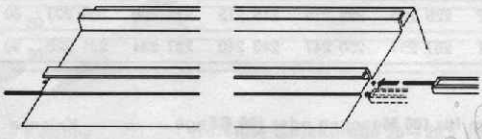

Fig. 136
1) Ersetzen einer Zungennadel, Fig. 136 und 137